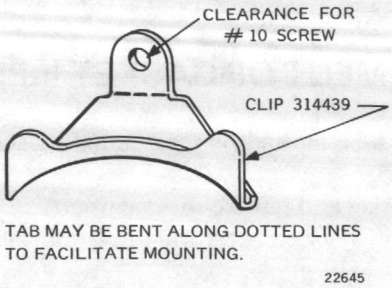

Fig. 3. Capillary Clip for Duct-Mounted LP915A.
2. Averaging Element Clip 314439 — LP915A (Fig. 3).